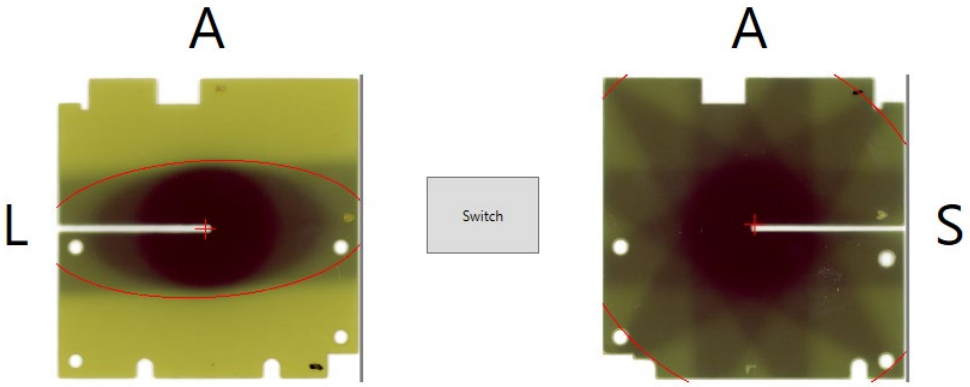

Figura 7-6 Orientación inicial de la película después de cargar la imagen
- Seleccione la imagen deseada haciendo clic en ella y haciendo clic en **Open** (Abrir) (consulte la figura 7-6).